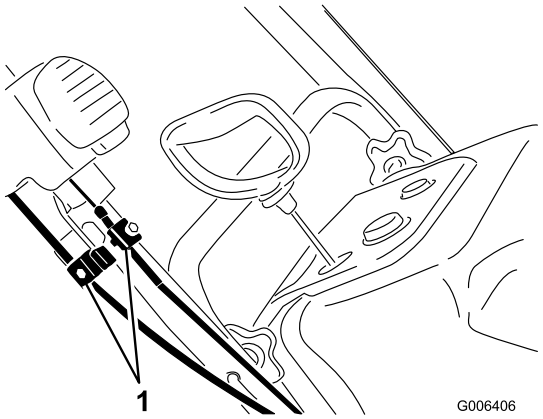

Rysunek 38
1. Odkręć dwa zaciski linek sterujących Quick Shoot (Rysunek 38).